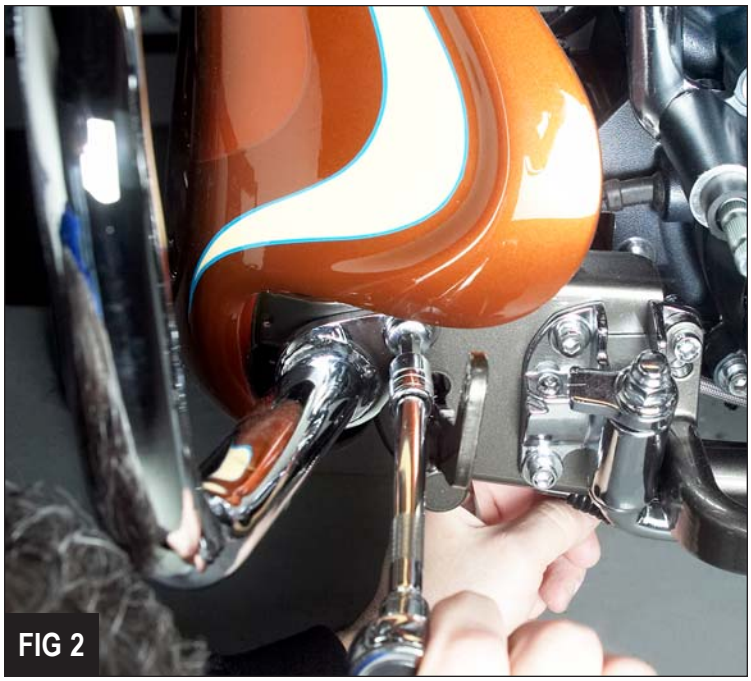

FIG 2
2. Once the upper bolt is in place, it is simple to align the Chin Spoiler mounting tabs with the lower mounting points. Simply align the tabs with the crash guard mounting points and secure with the stock bolts and nuts *(Figure 2)*. Use Loctite® here as well.